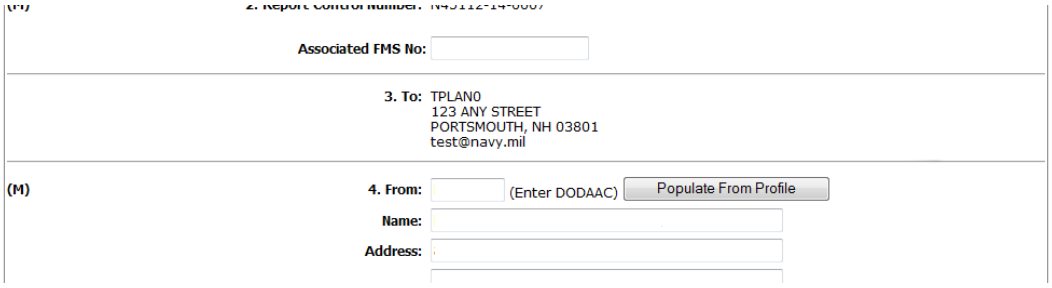

Figure 3.18
14. Once Add Attachment is selected figure 3.18 will be displayed. Select Browse to get you saved attachment. Once attachment is select all three columns must be filled out **(M)**, the select the Upload Attachment to attach file.